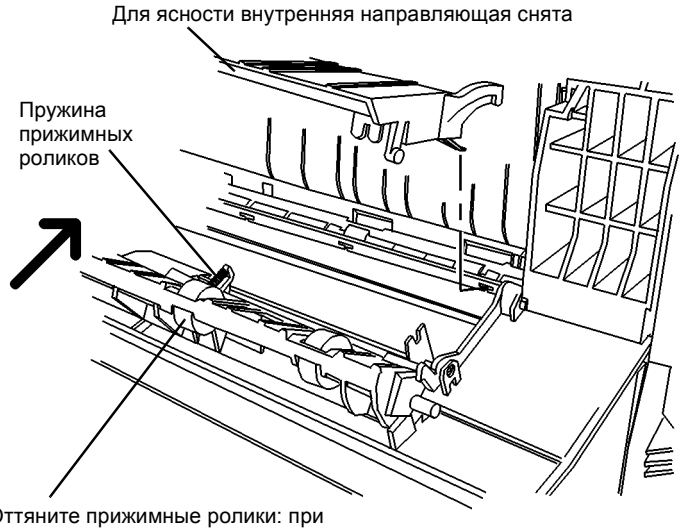

Рисунок 2 Внутренняя направляющая дверцы доступа
- Проверьте, что пружина прижимных роликов на дверце доступа прижимает их к роликам отвода (Рисунок 2).
- Проверьте правильность установки внутренней направляющей дверцы доступа лотка 1 (REP 8.16) (Рисунок 2).